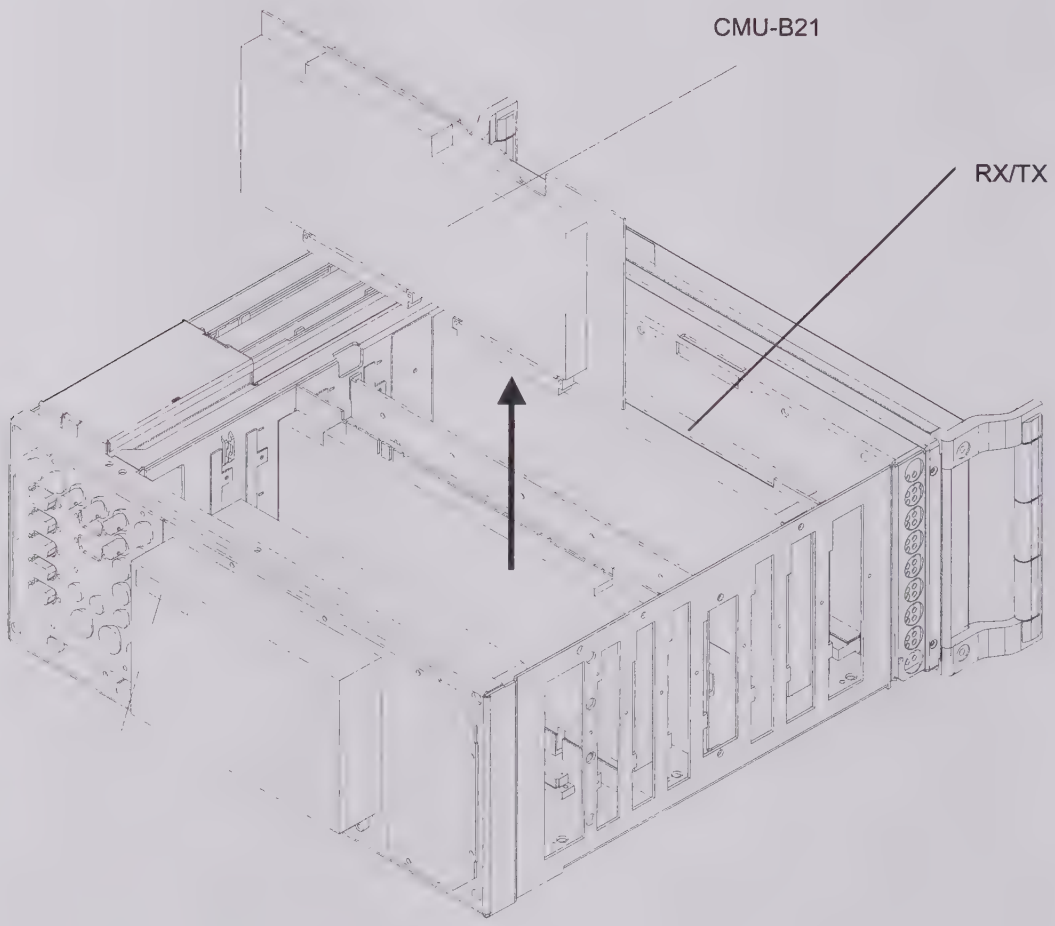

**Fig. 3**
- Remove module CMU-B21 in the seventh slot seen from the front (Fig. 3).